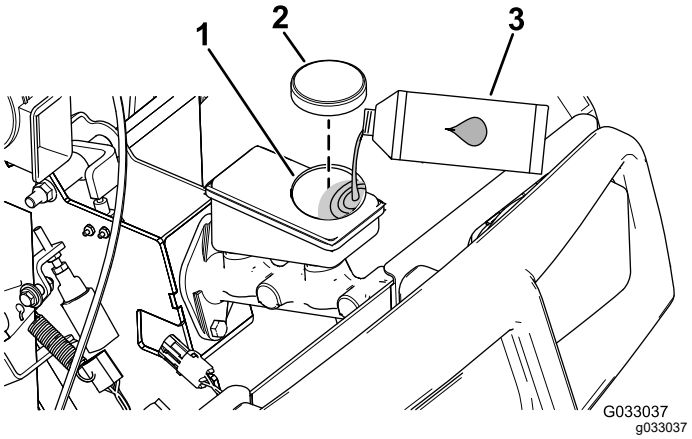

**Figur 17**
2. Lyft upp motorhuven så att du kommer åt huvudbromscylindern och behållaren (Figur 17).
A. Rengör området kring tanklocket och ta av locket (Figur 17).
C. Sätt tillbaka behållarens lock (Figur 17).